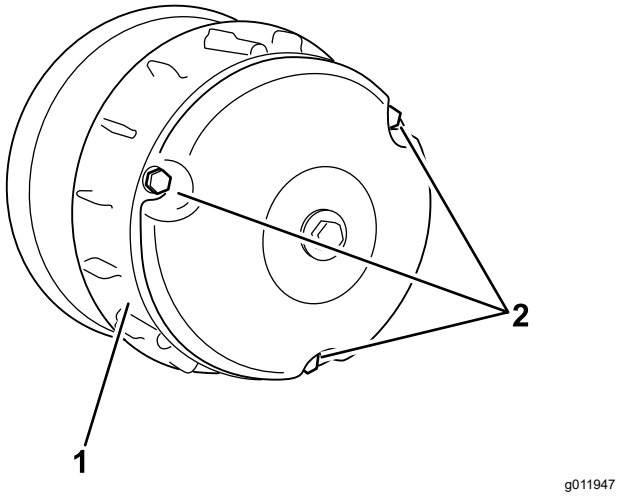

**Figuur 63**
2. Verwijder de 3 bouten waarmee de kap van de koppeling is bevestigd, en haal de kap weg (Figuur 63).
4. Plaats de kap van de koppeling en bevestig deze met de 3 bouten (Figuur 63) die u verwijderd hebt in 2.